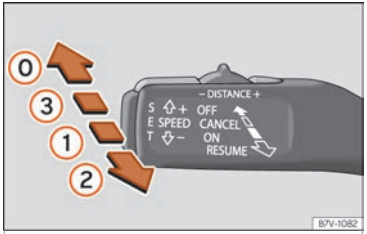
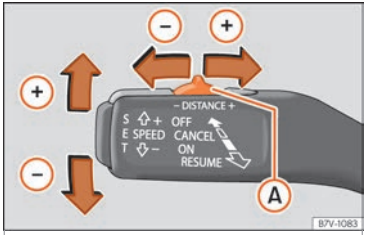

Fig. 264 On the left of the steering column: third lever for operating the Adaptive Cruise Control.
Fig. 265 On the left of the steering column: third lever for operating the Adaptive Cruise Control.
Once you are driving, if you wish to set the current speed as the vehicle's cruise speed and activate the ACC, press the **SET** ››› Fig. 265 button. If you wish to increase or reduce speed by intervals of 1 km/h (0.6 mph), move the lever to position (2) ››› Fig. 264 or press the **SET** button, respectively.
To increase/reduce the distance level, press the rocker switch towards the left/right ››› Fig. 265 (A).
- To activate the ACC, with the third lever in position (1) press the **SET** button or move the third lever of the ACC to position (2) ››› Fig. 264. At this point, the image of the
To disconnect the ACC move the lever to the ⓪ position ››› Fig. 264 (engaged). An **ACC deactivated** message appears and the function is totally deactivated.
If you do not wish to disconnect the ACC, just to switch it temporarily to inactive mode (Standby), move the third lever to position ③ ››› Fig. 264 or press the brake pedal.